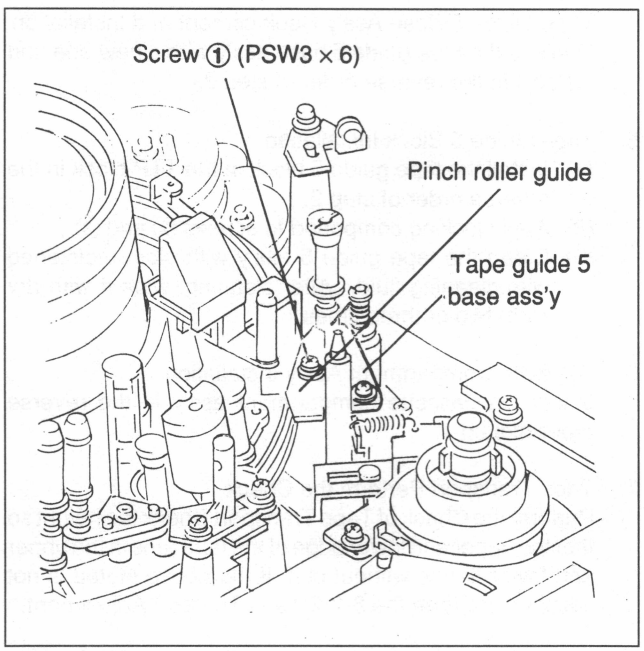

Fig.7-17-5 Pinch Roller Guide Replacement
2. Pinch Roller Guide Removal (Fig. 7-17-5)